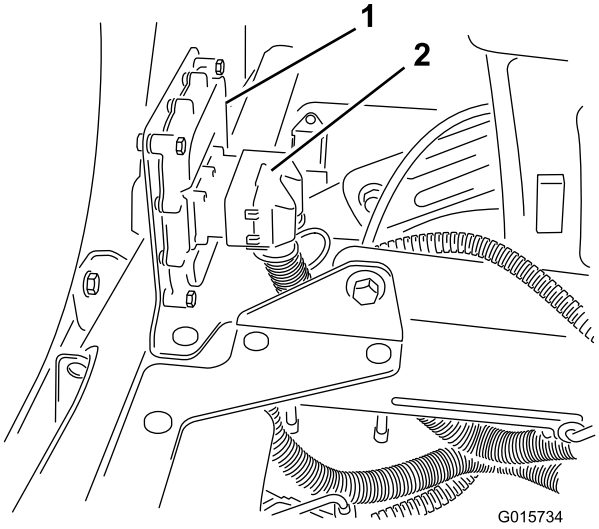

Figuur 16
1. Verbind de aansluiting van de kabelboom met de elektronische bedieningsmodule en zet vast met een inbussleutel (Figuur 16).